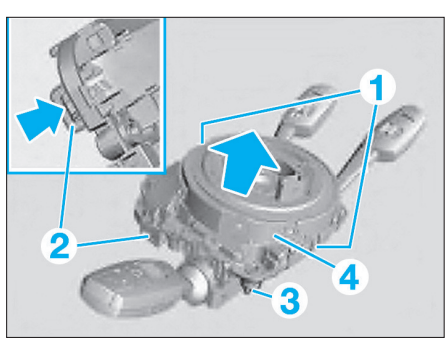

Fig. 11
• Déverrouiller les crans (1) **(Fig.11)**.
• Comprimer le dispositif d'arrêt (2) et retirer dans le sens de la flèche le contacteur tournant (4) du support des commodos (3).